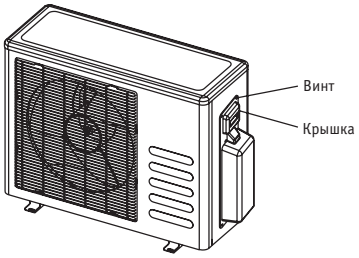

Рис. 61
1. Отверните винты и снимите крышку платы электронного управления наружного блока, как показано на рис. 61.